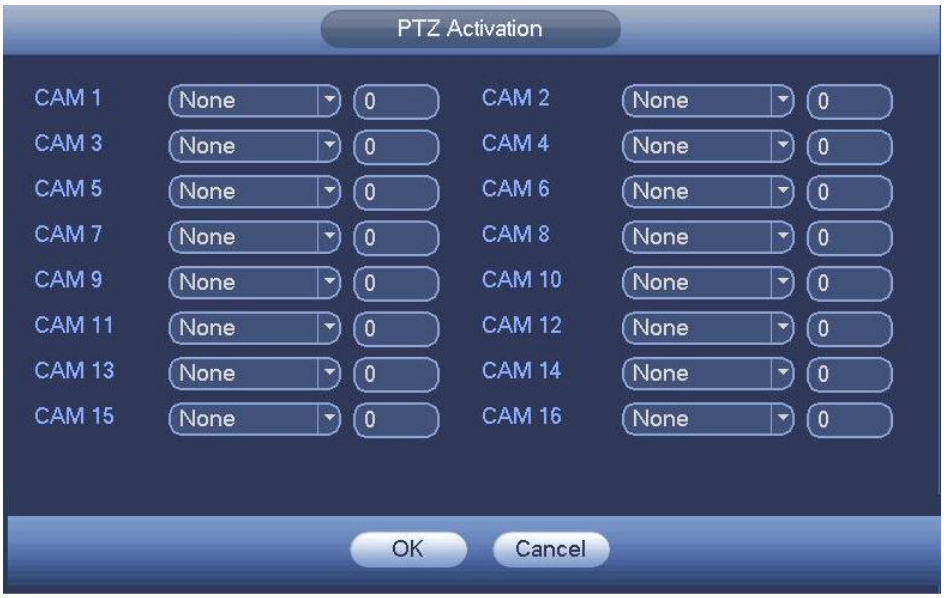

Figure 4-109
- PTZ activation: Here you can set PTZ movement when an alarm occurs. Such as go to preset, tour &pattern when there is an alarm. Click "select" button, you can see an interface is shown as in Figure 4-109.